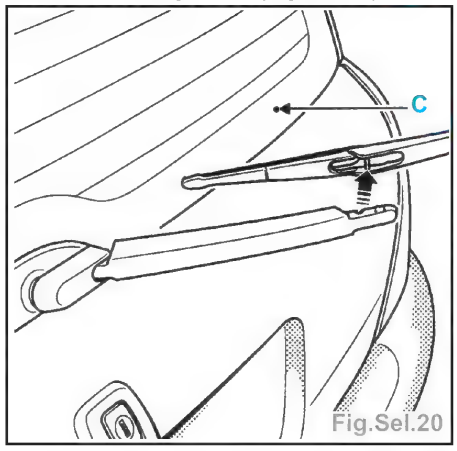

Fig.Sel.20
- Reposer le porte-raclette et le positionner sur la lunette à l'aide du repère (C) marqué sur la sérigraphie (Fig.Sel.20).